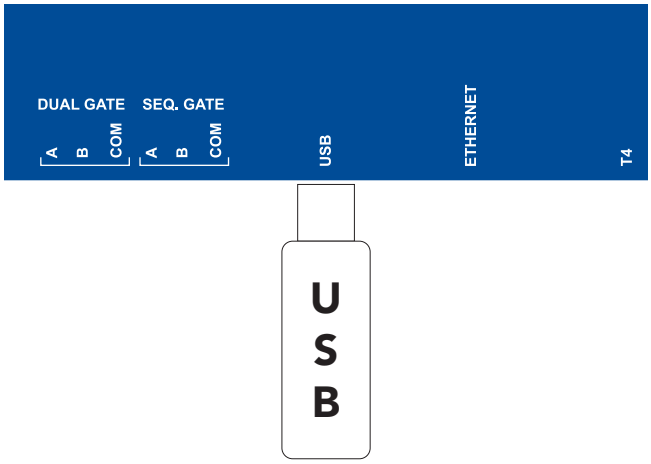

Figure 56. USB Port
2. Plug the USB drive into the USB port on the SmartCNX Controller (Figure 56).